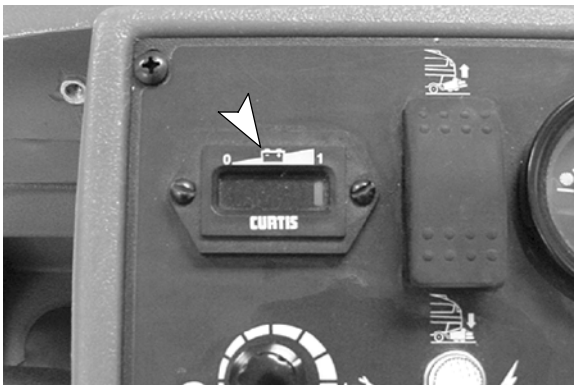

FIG. 11
6. Vérifiez le niveau de l'indicateur de charge des batteries (Figure 11). Si l'indicateur commence à clignoter, arrêtez le brossage et transportez la machine dans la zone de rechargement. Si les deux témoins commencent à clignoter en alternance, la fonction de nettoyage est automatiquement arrêtée et la tête de brossage se lève en position de transport. Ceci permet de protéger les batteries contre un déchargement total. Rechargez immédiatement les batteries.